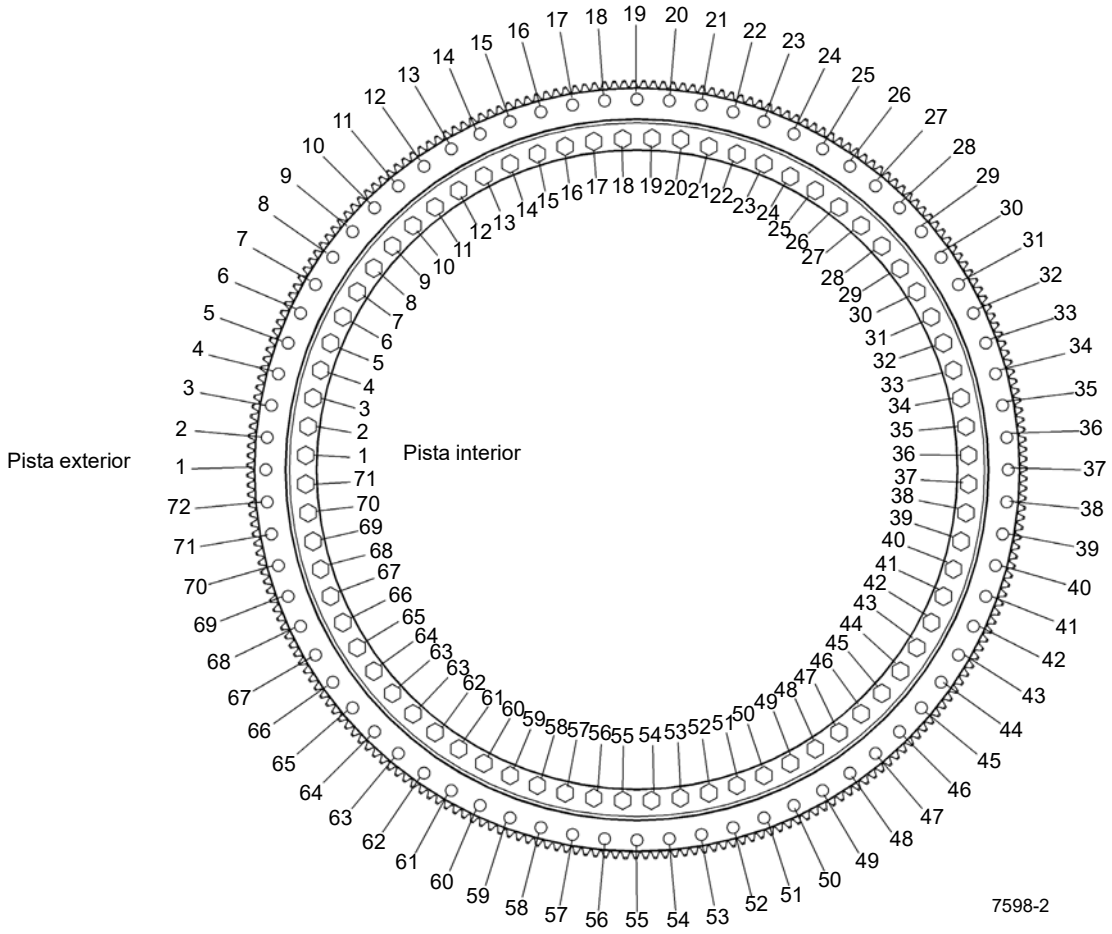

FIGURA 6-2
2. Apriete ocho pernos a un valor de 867 a 939 lb-pie (1176 a 1273 Nm) usando el siguiente patrón en cruz: 18, 54, 36, 1, 27, 63, 45 y 9 (Figura 6-2). Las herramientas utilizada son el casquillo, llave multiplicadora, adaptador de juego entre dientes, las extensiones que sean necesarias y una llave torsiométrica.
2. Apriete ocho pernos a un valor de 867 a 939 lb-pie (1176 a 1273 Nm) usando el siguiente patrón: 18, 54, 36, 1, 27, 63, 45 y 9 (Figura 6-2). Las herramientas utilizada son el casquillo, llave multiplicadora, adaptador de juego entre dientes, las extensiones que sean necesarias y una llave torsiométrica.